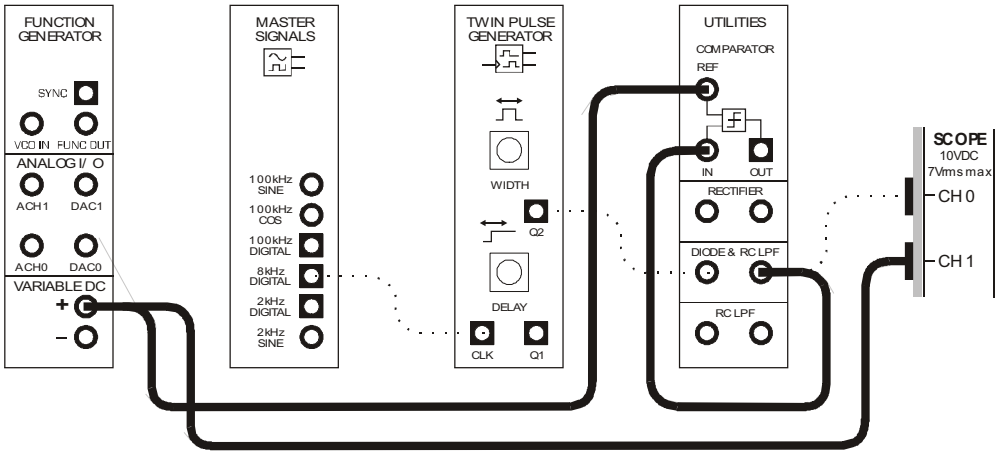

Figure 6
16. Modify the set-up as shown in Figure 6 below.